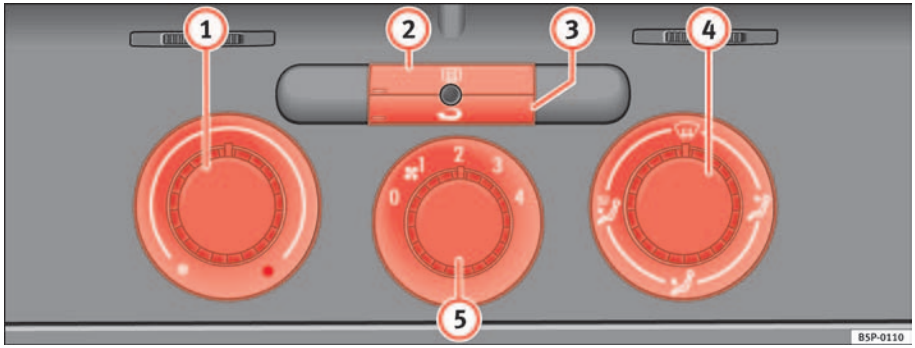

Fig. 122 On the dash panel: Heater controls
– Using the controls ⇒ fig. 122 (1), (4) and (5) you can set the temperature, air distribution and the air flow.
– To switch a function on or off, press the appropriate button (2) or (3). When the function is activated, the display window in the lower left of the button is lit.